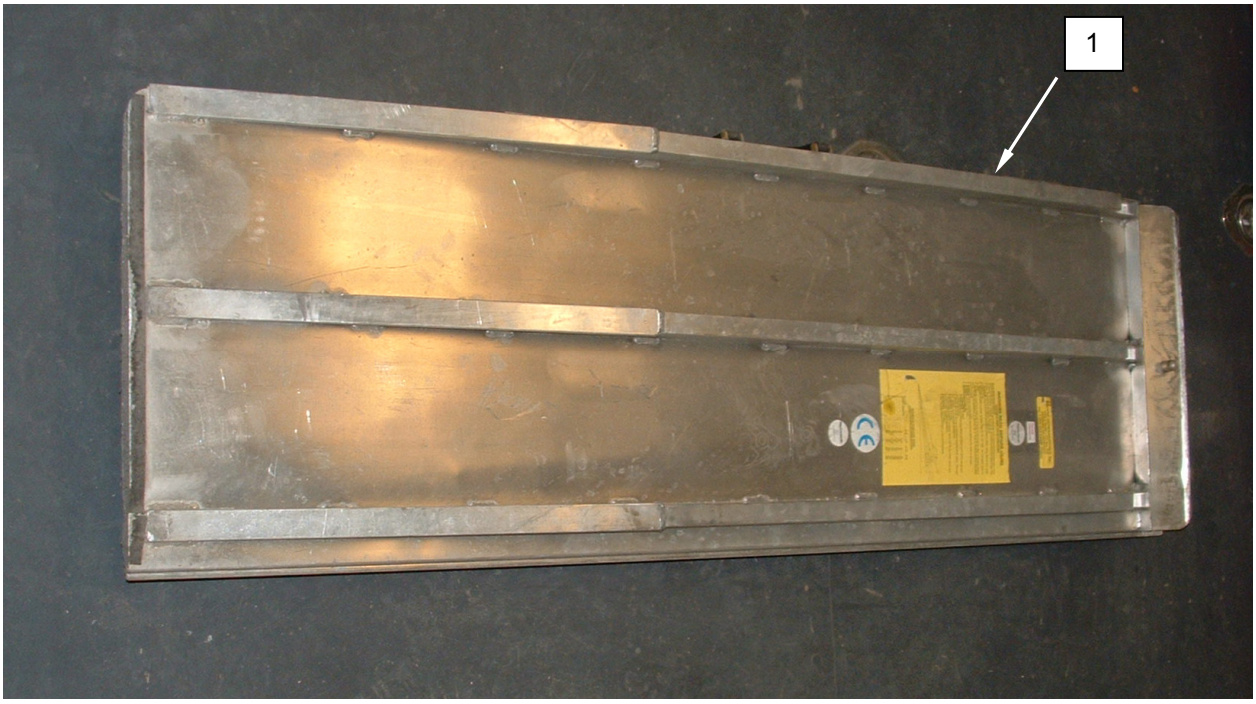

Figure 1. Repair the Ramp.
1. Remove ramp **(Figure 1, Item 1)** from service.
2. Weld damage to ramp **(Figure 1, Item 1)**. Fabricate patches of $^{1}/_{8}$-inch aluminum sheet as necessary. Use of diamond plate for patches is preferable.
3. Ensure repaired ramp **(Figure 1, Item 1)** fits correctly.